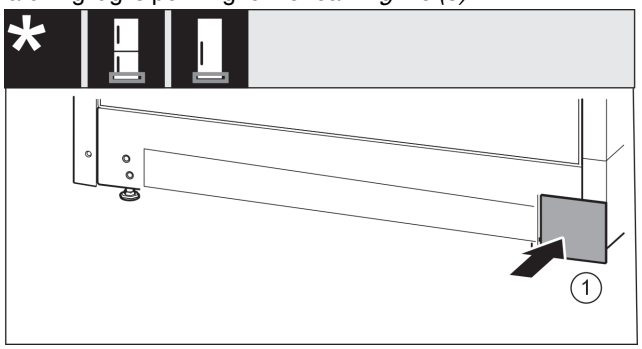

Fig. 17
- ▶ Put the cover back on the other side. *Fig. 17 (1)*